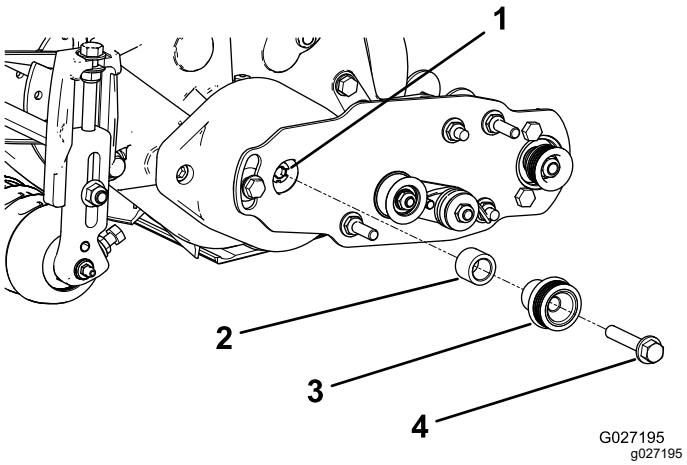

图 15
1. 将隔片插入轴承座的轴中 图 15。
2. 将驱动皮带轮插入隔片和驱动轴 图 15。
3. 用一个凸缘头螺栓⅜ x 2 英寸将皮带轮和隔片固定到驱动轴上请参阅图 15。